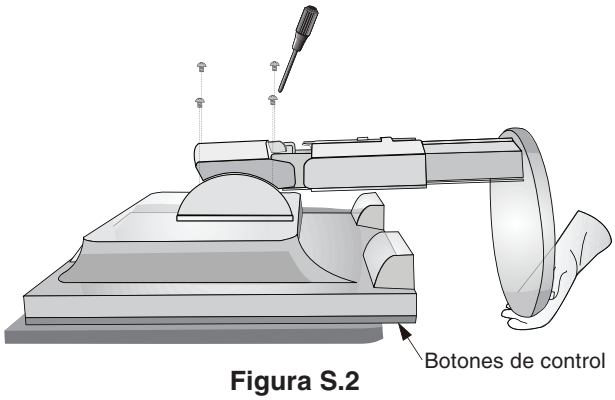

Figura S.2
3. Sitúe el monitor boca abajo en una superficie no abrasiva (**figura S.2**).
4. Retire los 4 tornillos que unen el monitor al soporte (**figura S.2**).